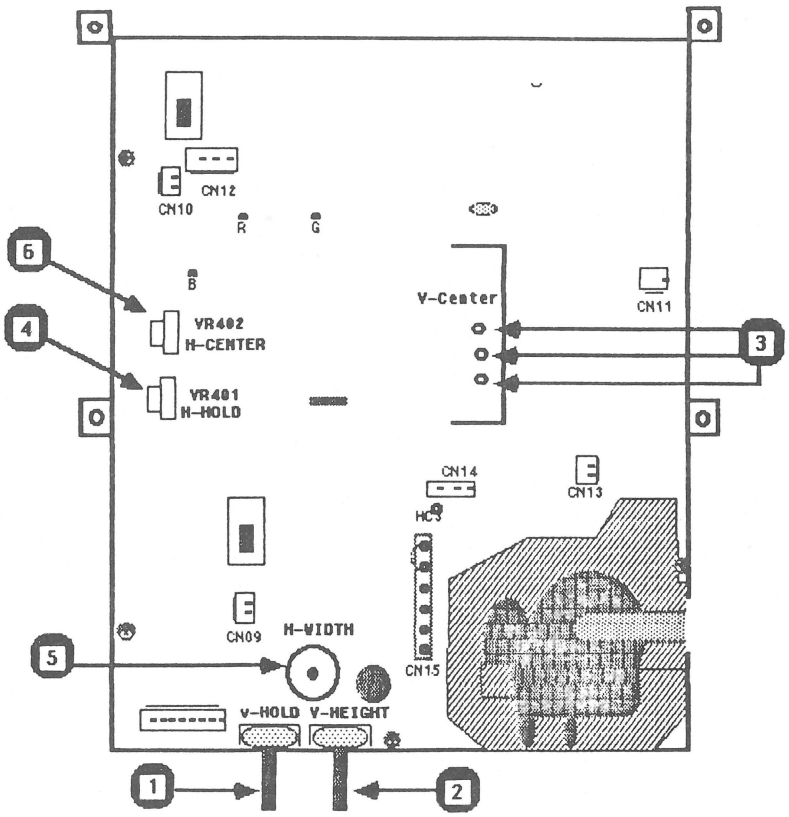

FIGURE 3
1. Vertical Hold: Set the vertical hold control VR301 (Figure 3, #1) to the mechanical center by turning it all the way to the left, then to the right, then back to the center of the range between left and right of its rotation. This should lock the picture on the screen and prevent any rolling.
2. Vertical Height: If the vertical height of the image is incorrect, then adjust V-HEIGHT VR302 (Figure 3, #2) until the picture is about 1/4 inch away from the top and bottom edges of the screen.
3. Vertical Center: If the vertical position of the entire image is off, carefully connect the H-C4 connector (Figure 3, #3) to the best position pin to correct this problem. (On the AppleColor Monitor 100 Rev. A, the three pins are not as perfectly aligned as those shown in Figure 3, #3). BE CAREFUL, IT IS CLOSE TO THE CRT NECK!
1. Horizontal Hold: If the picture on the tube is not locked and is tearing, adjust H-HOLD R402 (Figure 3, #4).
2. Horizontal Width: The image should be about 1/4 inch away from each side of the screen. If the width of the image looks too narrow or too wide, adjust the H-WIDTH L406 (Figure 3, #5) until you have the desired width.
3. Horizontal Center: If the image is too far to one side of the screen, adjust H-CENTER VR402 (Figure 3, #6) until the image is centered.